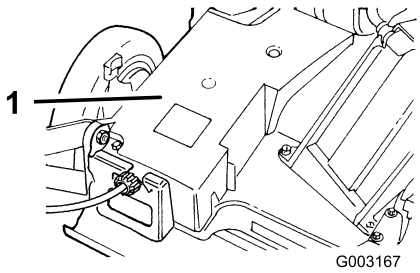

Figura 36
2. Togliete i bulloni che fissano il copricinghia alla scocca del tosaerba (Figura 36).